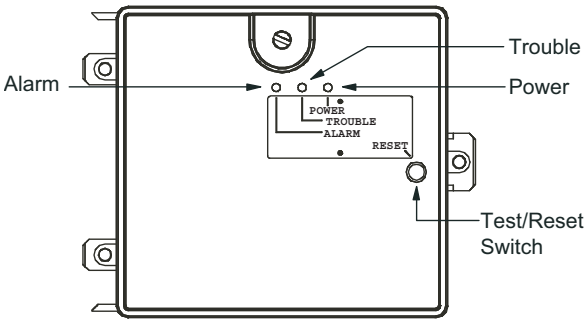

Fig. 40 — Controller Assembly
- The contacts on the controller's supervisory relay switch positions (see Fig. 40).